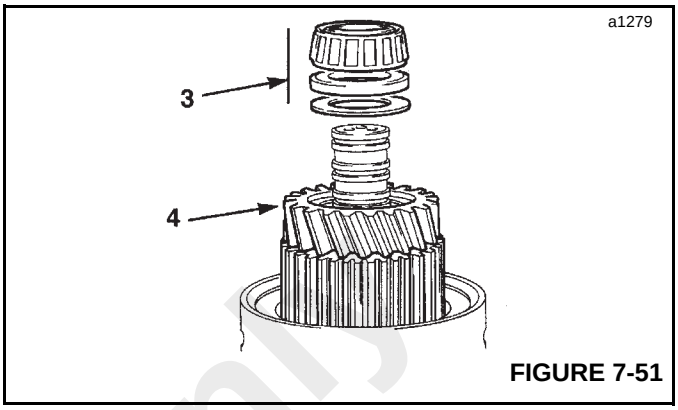

FIGURE 7-51
3. Remove bearing (3, Figure 7-51) using a suitable puller. Remove thrust washer and plastic type washer.
4. Remove the gear and splined hub assembly (4, Figure 7-51) with the taper roller bearing.